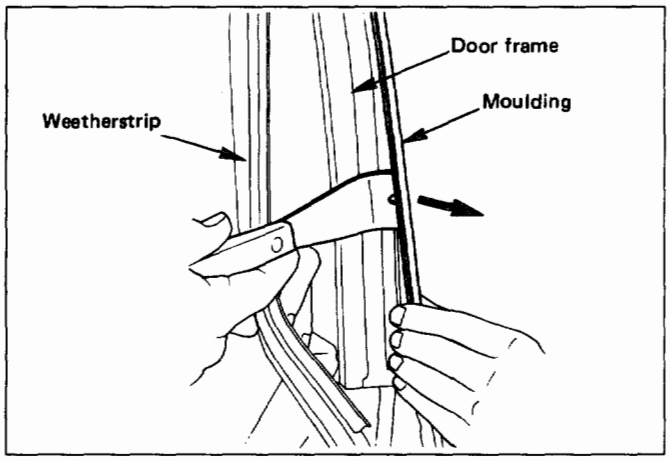

Fig. 10-84
- Avoiding the weatherstrip, pry the moulding out from door frame. (Fig. 10-84)